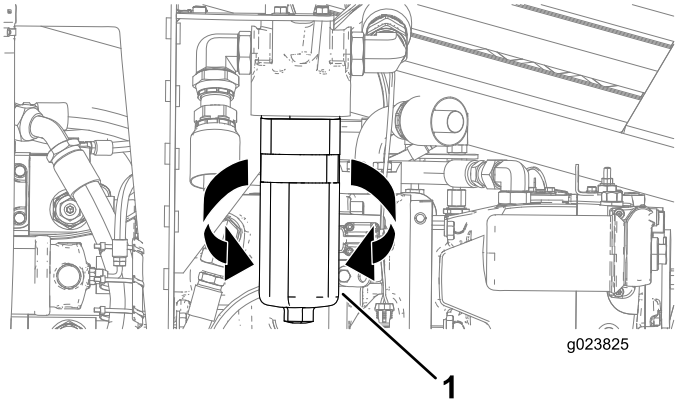

Figure 152
3. Placez un bac de vidange ou plusieurs chiffons sous le filtre de charge (Figure 152).
4. Tournez le filtre haute pression hydraulique dans le sens antihoraire et déposez le filtre (Figure 152).
6. Placez le filtre haute pression hydraulique devant son siège et tournez-le dans le sens horaire jusqu'à 61 N·m (45 pi-lb), comme montré à la Figure 152.